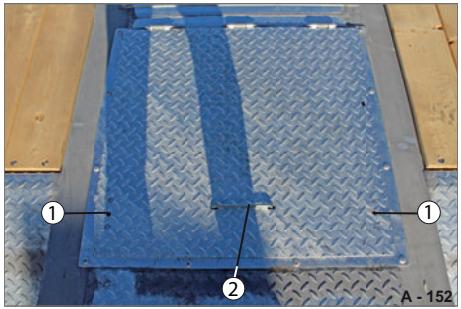

Abb. 70 Staukästen geschlossen
▶ Ziehen Sie den versenkten Griff (Abb. 70/2) heraus.